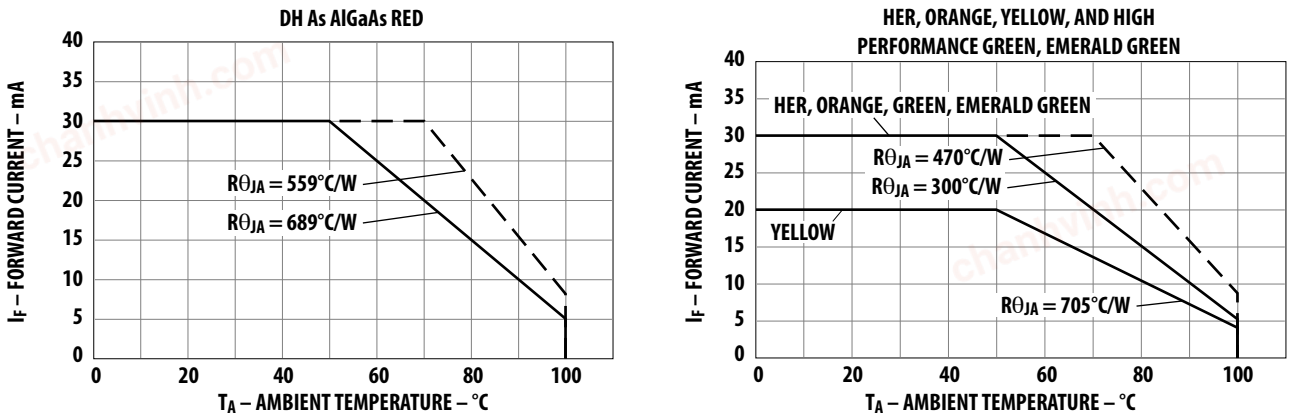

Figure 5. Maximum forward dc current vs. ambient temperature. Derating based on $T_jMAX = 110°C$.
1. See Figure 5 for maximum current derating vs. ambient temperature.